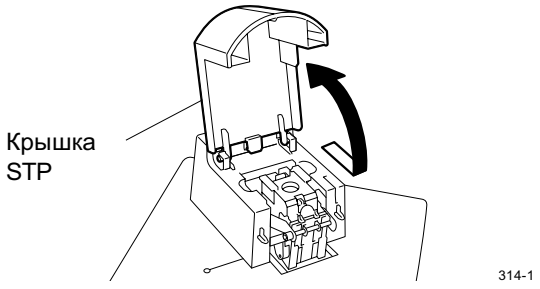

Fig. 6-1
1. Снимите крышку STP. (см. Fig. 6-1 и 6-2)